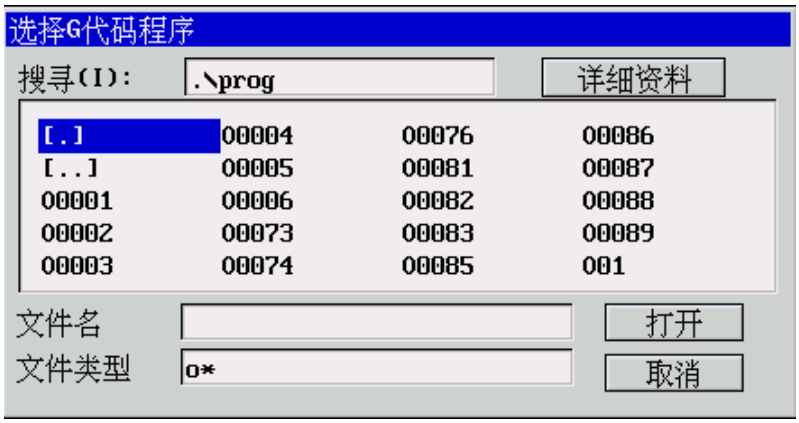

图 6.1.2 选择要运行的磁盘程序
(2) 按 Enter 键，弹出如图 6.1.2 所示对话框；
(3) 如果选择缺省目录下的程序，跳过步骤(4)~(7)；
(4) 连续按 Tab 键将蓝色亮条移到“搜寻”栏；
(5) 按▼键弹出系统的分区表，用▲、▼选择分区，如[D:]；